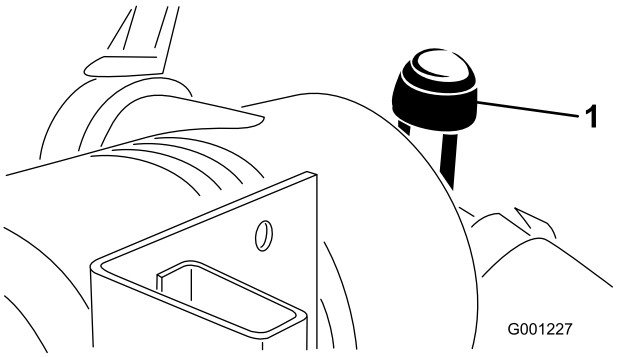

Figur 45
- Overhal filtrene i luftrenseren når luftrenserindikatoren (Figur 45) viser rødt, eller hver 400. time (oftere under ekstremt støvete eller skitne forhold). Ikke overhal luftfilteret for ofte.
9. Tilbakestill indikatoren (Figur 45) hvis den viser rødt.